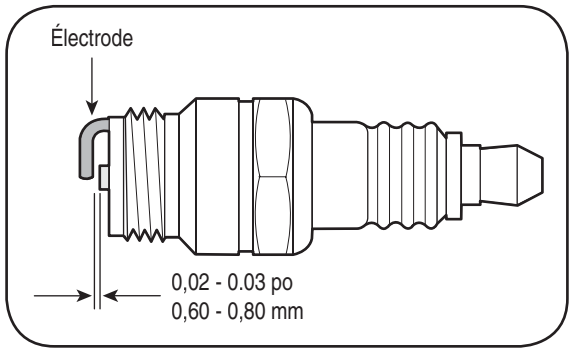

Figure 3-3: Mesurez l'écartement avec une jauge d'écartement.
3. Mesurez l'écartement de la bougie avec une jauge d'écartement. Ajustez au besoin en pliant l'électrode de côté. Voir la Figure 3-3. L'écartement doit mesurer entre 0,020 et 0,030 po (0,60 et 0,80 mm).